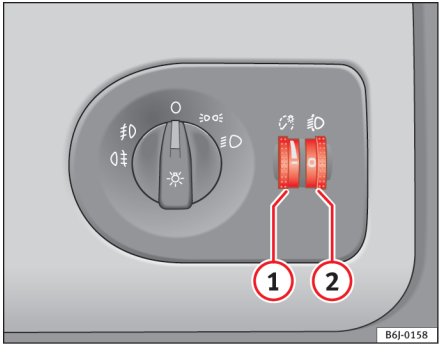

Fig. 51 På instrumentpanelet: indstillingshjul til instrument-/kontaktlys og lyslængderegulering
Når lyset er tændt, kan lysstyrken på instrument- og kontaktlyset reguleres trinløst ved at dreje på indstillingshjulet ⇒ fig. 51 (1).